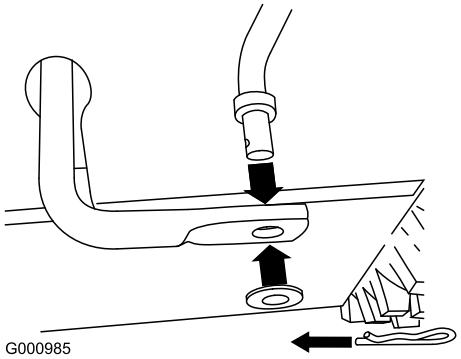

Rysunek 5
1. Wyjmij zawleczkę i podkładkę z dolnego końca drążka zmiany biegów i umieść go w ramieniu dolnego łącznika w taki sposób, aby wygięty koniec drążka zmiany biegów był skierowany do tyłu (Rysunek 5).